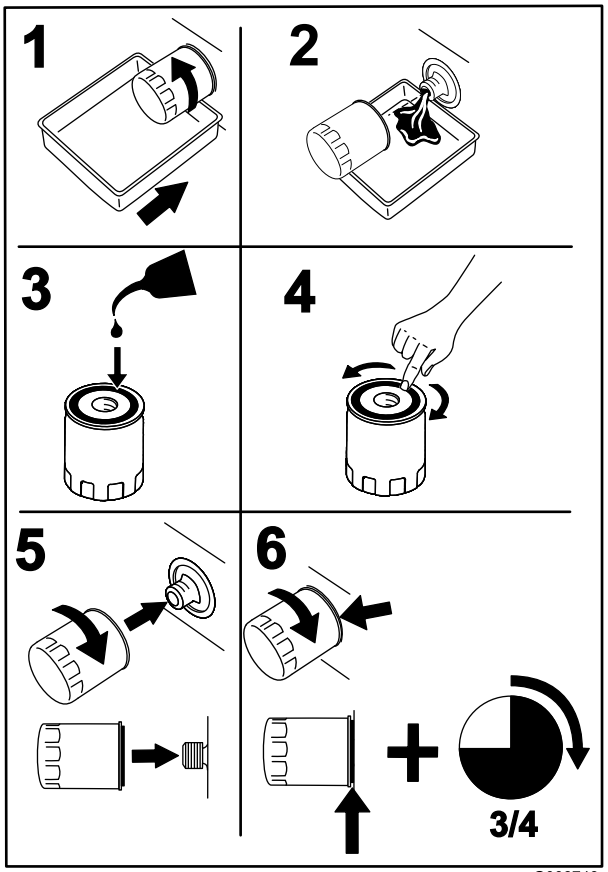

Figure 36
2. Change the engine oil filter (Figure 36).